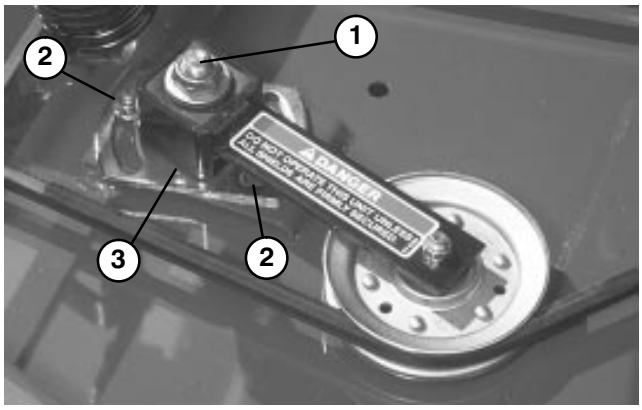

Figure 37
ADJUSTING IDLER PULLEY (Fig. 37)
3. Loosen two nuts securing idler plate in place. Using a socket and torque wrench, tighten the idler adjusting nut to 40−50 ft−lb. (Fig. 37).